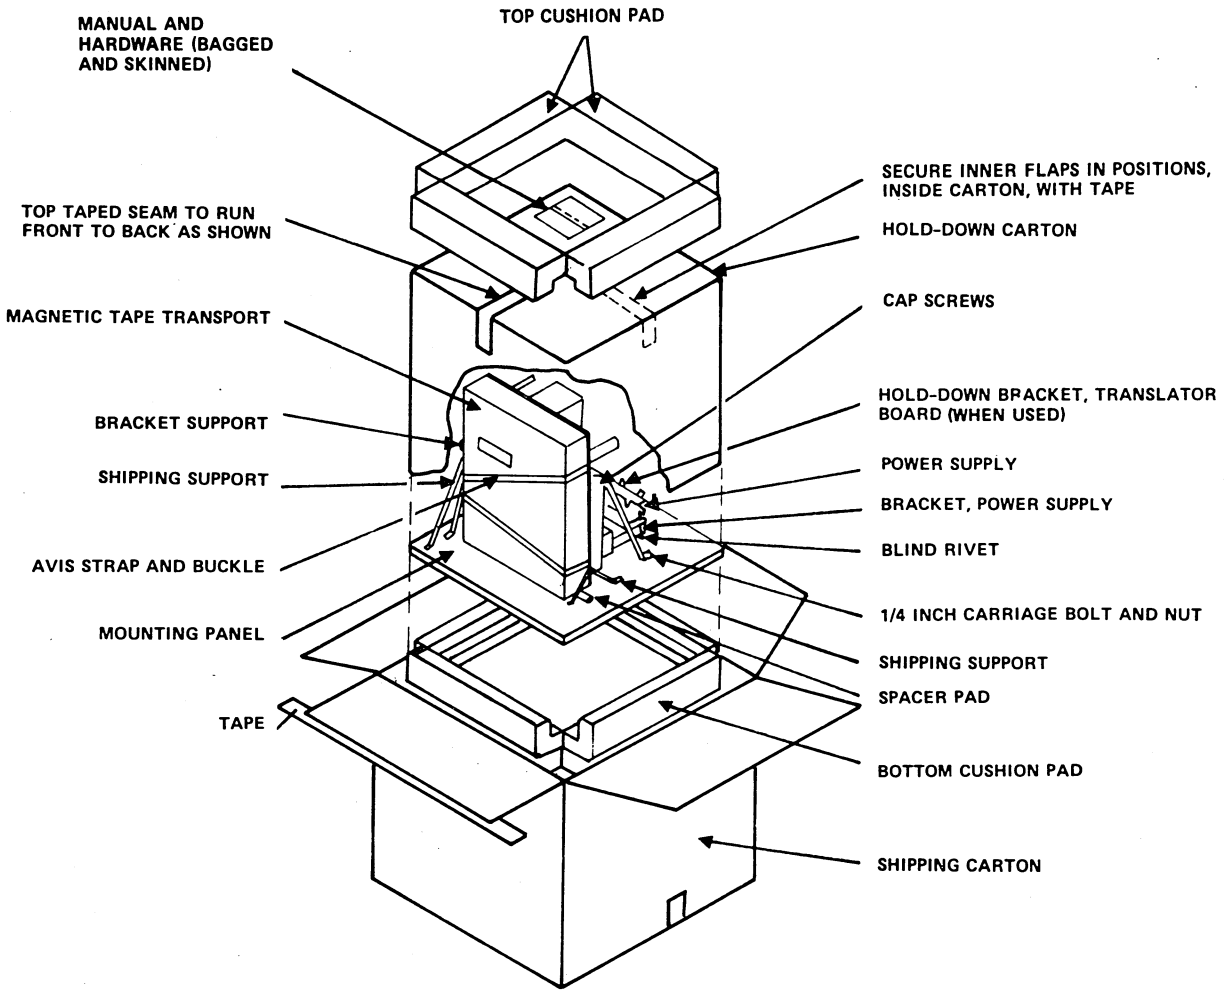

Figure 9-9. Unpacking
1. Cut the container tape and open the carton flaps (figure 9-9).